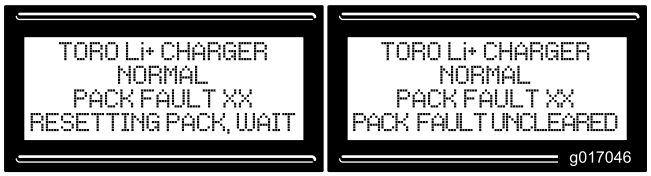

图9
10. 继续查看 LCD 信息显示屏是否显示“State 3, CHARGING”（状态 3，正在充电）信息（图9）。“Charging”（正在充电）LED 指示灯将亮起。